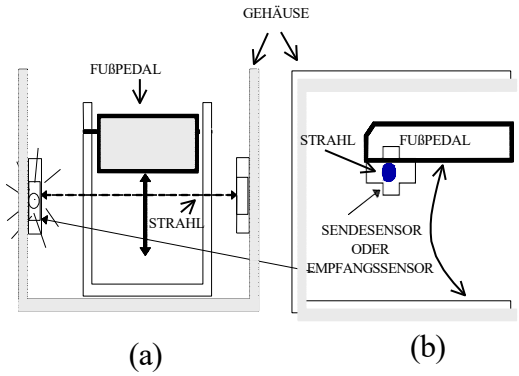

Abbildung 8: Die Sensoren sollten so positioniert werden, dass JEDE Bewegung des Pedals den Laserstrahl unterbricht.
4. Positionieren Sie den Sendersensor und den Empfangssensor im Gehäuse des Fußschalters (Abbildung 8) auf gegenüberliegenden Seiten des Fußschalters. Positionieren Sie die Sensoren nicht an den Seiten des Fußschalters.